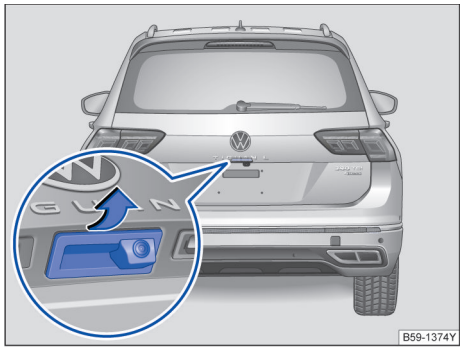

图 60 从车外打开行李厢盖
钥匙在行李厢盖的有效感应范围内，可以直接通过按压行李厢盖上的按钮打开后盖→ 图 60。
– 向上拉起图示按钮→ 图 60，打开行李厢。 ▶
- 操作拉手按钮→ 图 60。